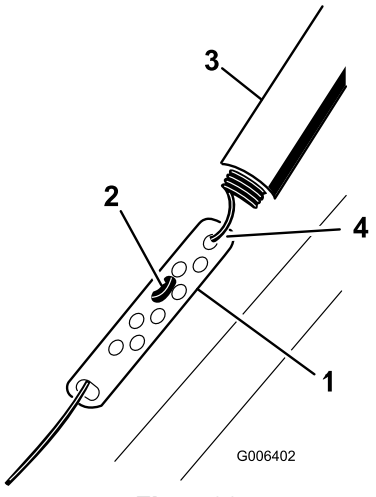

Figur 22
1. Skub fjederdækslet op, og tag fjederen af justeringsleddet (Figur 22).